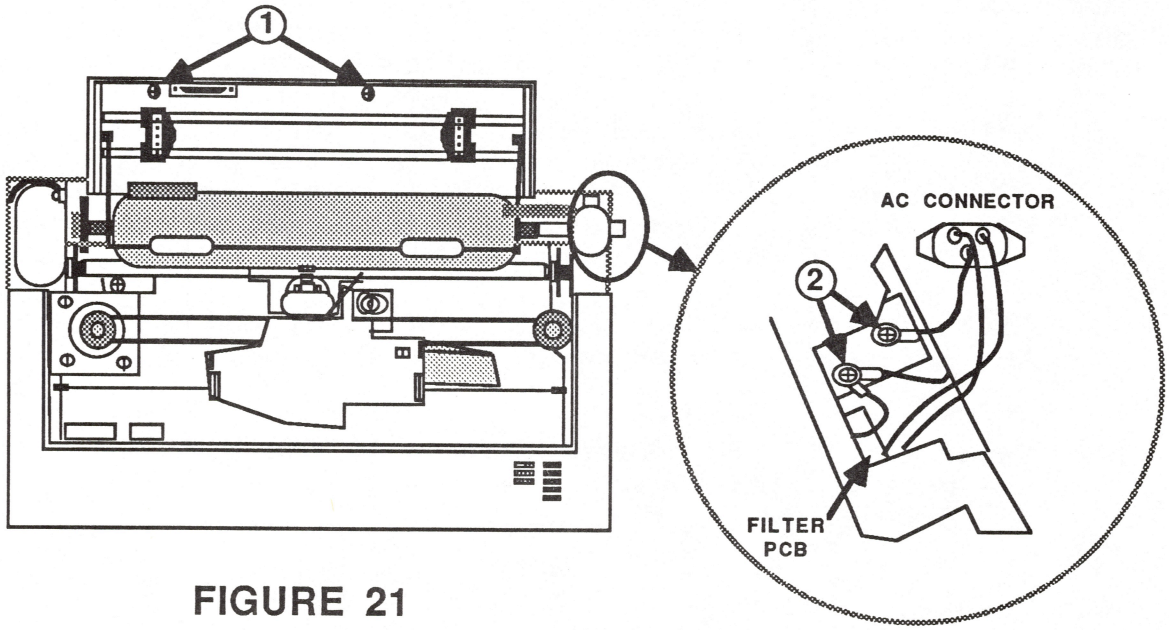

FIGURE 21
10. Replace the two screws pictured in Figure 21, #1.
11. Reconnect the three grounding straps and two screws into the right support leg (see Figure 21, #2).